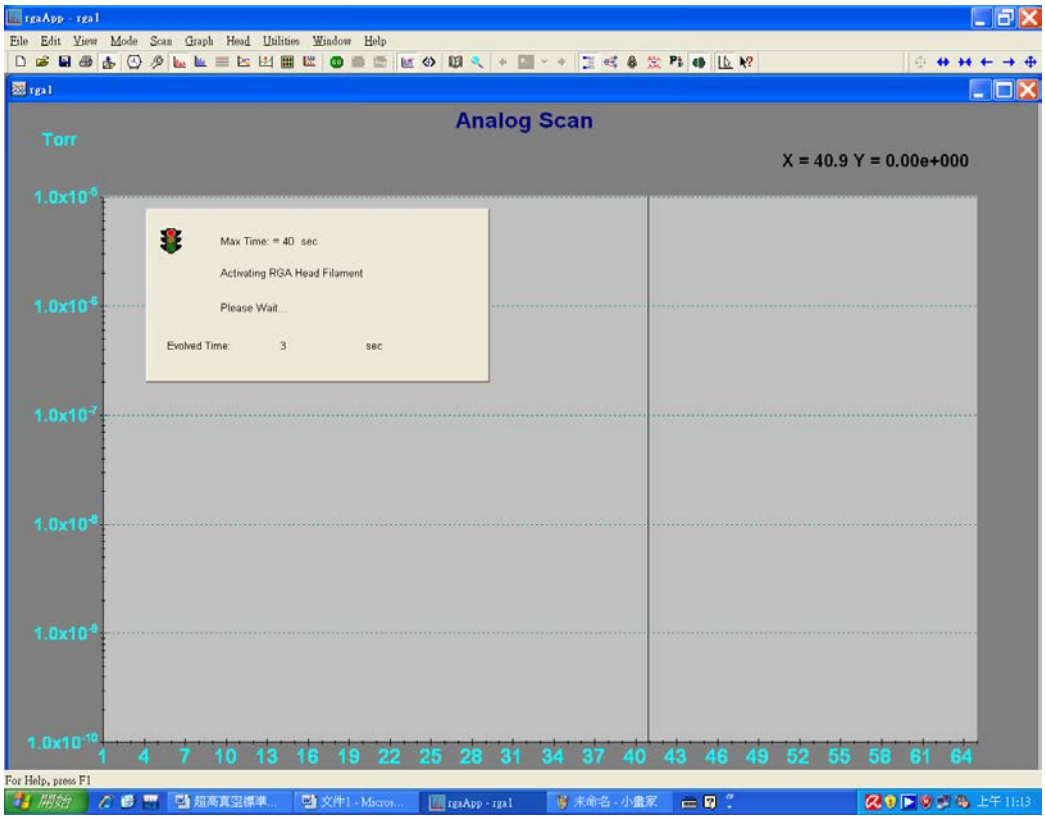

Figure 8. Activating RGA Head Filament
4. 接著按下軟體介面上的，Activating RGA Head Filament，當 RGA Head Filament 開啟後，Figure 8 中的小視窗會自行關閉，且變為。